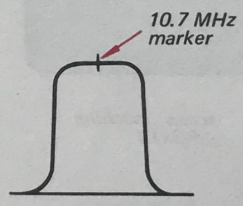

*Fig. 3-4. Response curve*
2. Turn the core of fm i-f transformer (IFT F1, IFT F2, IFT F3) and discriminator transformer (IFT F4) to obtain the maximum amplitude response curve shown in Fig. 3-4.